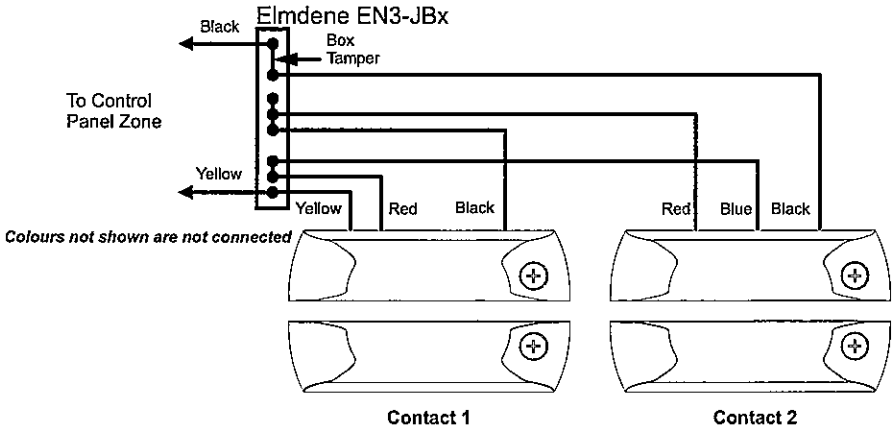

Figure 5
- Figure 5
- Fully supervised loop - Single leaf door - Parallel mode connection — Figure 5